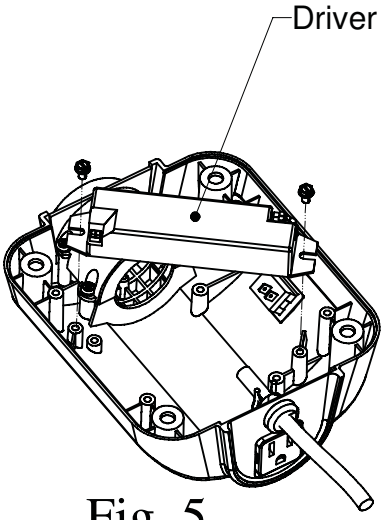

Fig. 5
4) Remove "Driver" by removing 2 screws. (See Fig. 5)